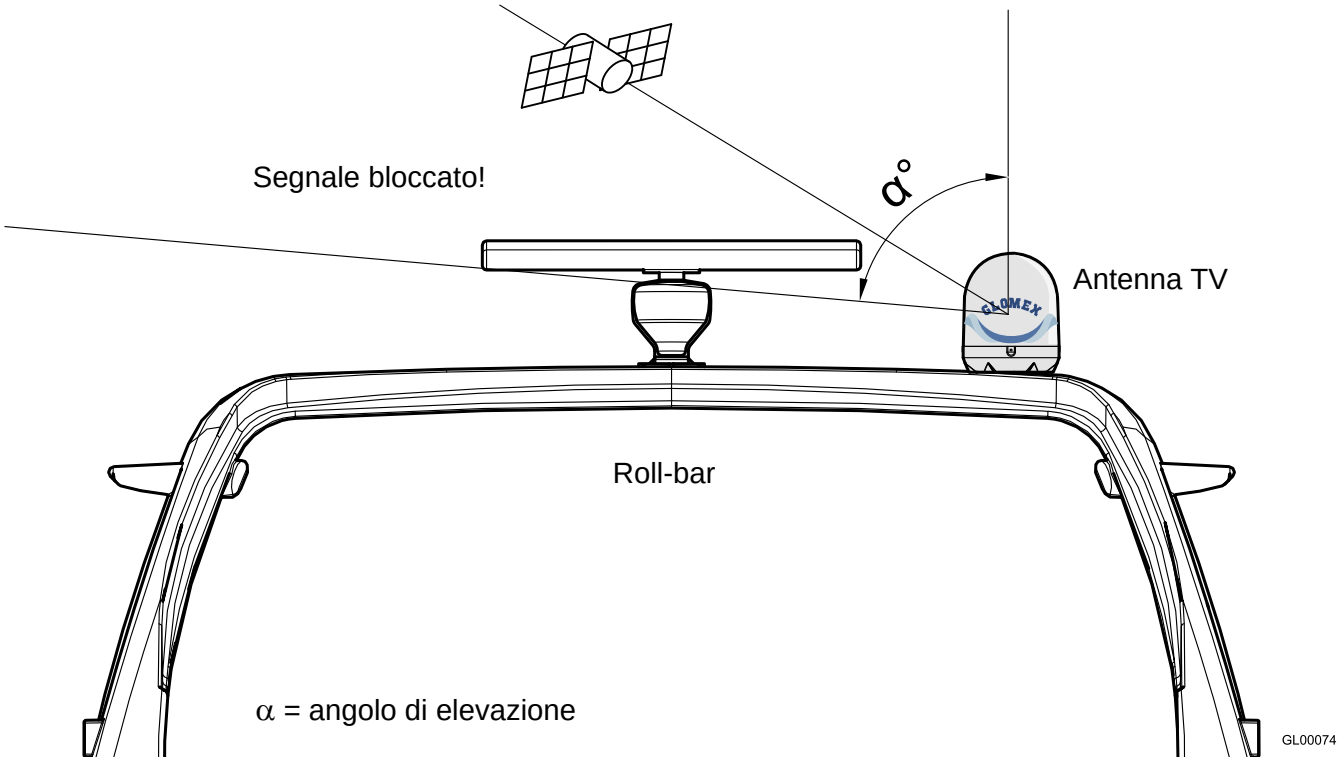

Fig. 4
- l'antenna richiede un angolo di elevazione α compreso tra 5° e 90° per ricevere i segnali dal satellite (Fig. 4).